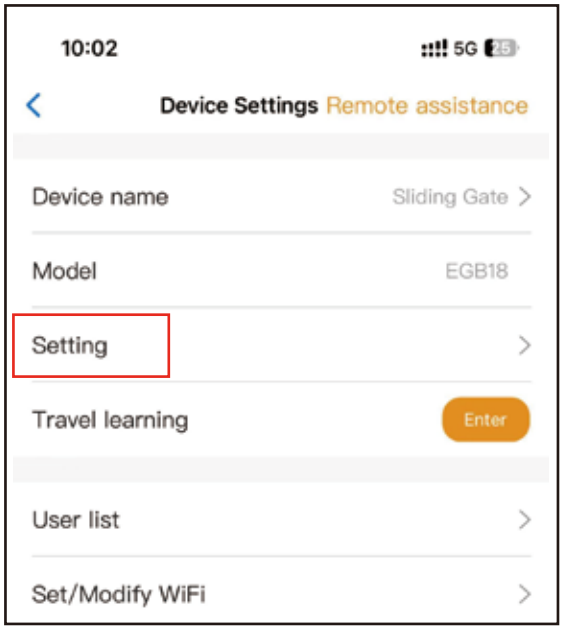

Fig 11
Step 1. Select the device, press the "⚙"on the top right corner. Click the " Setting ". (Fig 11)